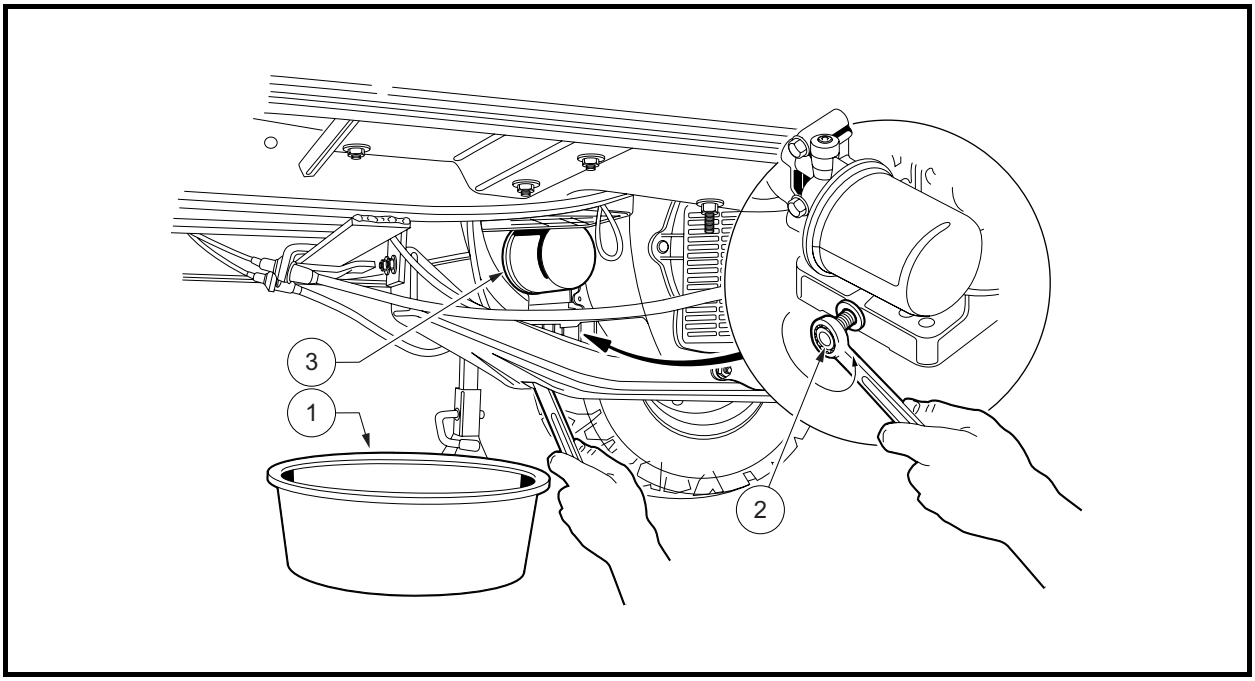

Figure 18 Engine Oil Drain Plug and Pan
5. Position a pan designed for oil changes under the front drain plug **(Figure 18)**.